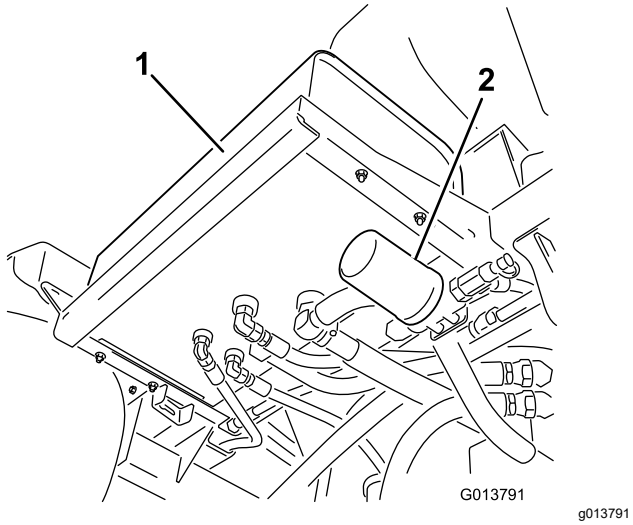
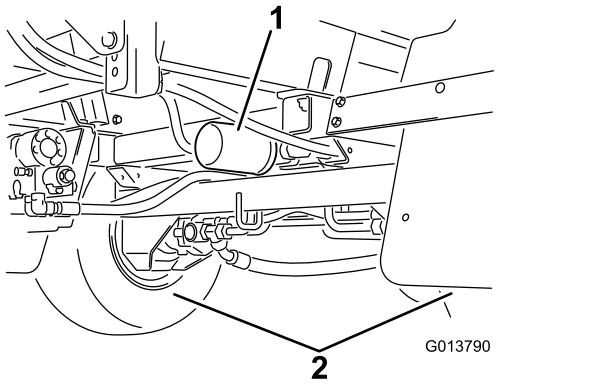

図 109
図 110
2. 車体についている 2 つの油圧フィルタを両方とも取り外す図 109 と 図 110。